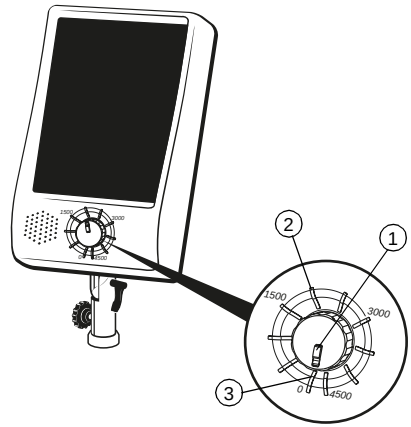

Abbildung 4-2. Drehzahlregler in der Nullstellung
2. Stellen Sie sicher, dass der Drehzahlregler in der Nullstellung eingerastet ist (siehe Abbildung 4-2). Der schwarze Freigabeknopf auf dem Reglerknopf fungiert als Markierung für die Drehzahleinstellung. Wird der Reglerknopf auf Null gestellt, muss ein gewisser mechanischer Widerstand überwunden werden, bis der Reglerknopf hörbar einrastet.